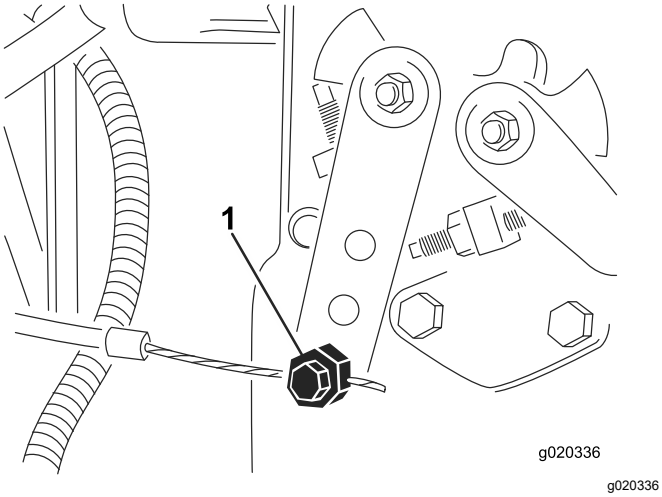

Figuur 90
4. Maak de klem van de gaskabel op de hefboomarm van de injectiepomp los (Figuur 90).